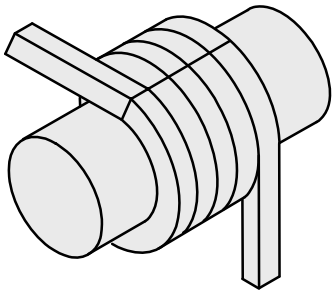

Fig. 3
- We recommend the use of precompressed gland packings. However, if you need to cut the packings from a sealing band, proceed as follows: turn four rounds of the sealing band around a wooden pattern having the same thickness as the shaft wearing sleeve (part 524.21 in Table 2) and use a sharp knife to cut the packing rings straight and axially without overdimensioning or underdimensioning, Fig. 3. The dimensions of the stuffing box housing and the total length of the band to be cut without working allowances are given in Table 2.